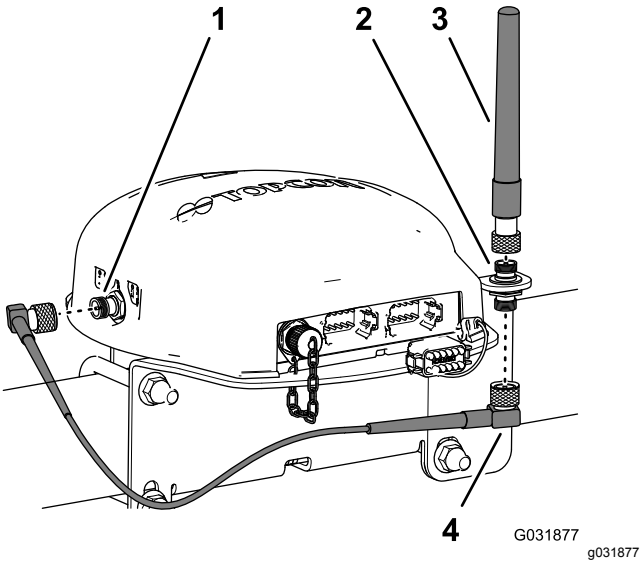

Figur 154
3. Montera RTK-antennen på den övre nippeln på koaxialkopplingen, och dra åt antennens kordongmutter för hand (Figur 154).
4. Montera antennkabeln löst på den nedre nippeln på koaxialkopplingen (Figur 154).
5. Dra kabeln på navigeringsmottagarens baksida till koaxialkontakten på CDMA- eller GSM-mobilmodemet (Figur 154).
6. Montera antennkabeln på koaxialkontakten till CDMA- eller GSM-mobilmodemet (Figur 154).